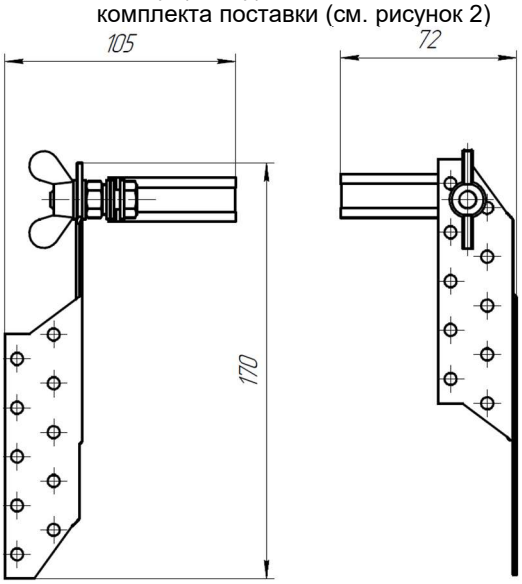

Рисунок 2. Крепление преобразователя скорости ветра
- Установить ДСВ-150 на вертикальную стойку (мачту) при помощи крепления из комплекта поставки (см. рисунок 2)